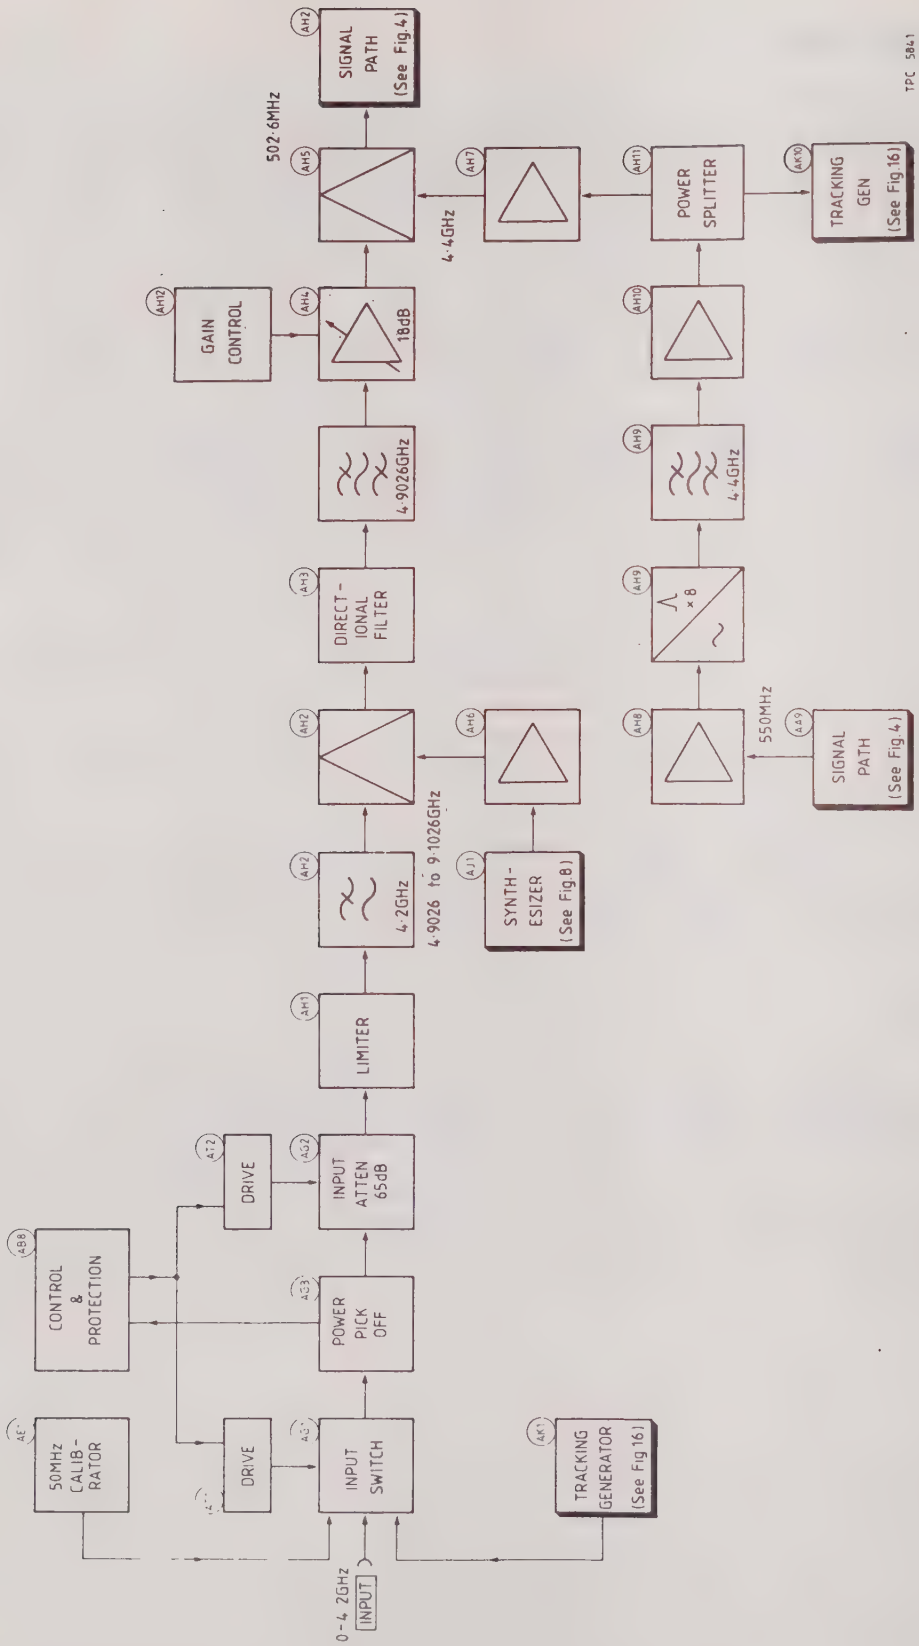

Fig. 3 Signal input block diagram showing main functions of boards.
21. Signal input in the range 100 Hz to 4.2 GHz at the INPUT socket is connected to the r.f. attenuators by three input selection switches on AG1 (see Fig. 3). When CAL is selected on the display unit, the processor uses the first switch to select the calibrator input from AE1 in preference to the INPUT socket. The calibration sequence also includes a check of the tracking generator which is the function of the second switch which selects between the signal input and the tracking calibrator. The third switch either inserts a capacitor into the signal path for an a.c. coupled input or, when the DC key is pressed, selects the straight through path. Both the selection logic and the drive for the switch solenoids are provided by AB8 via AT1.